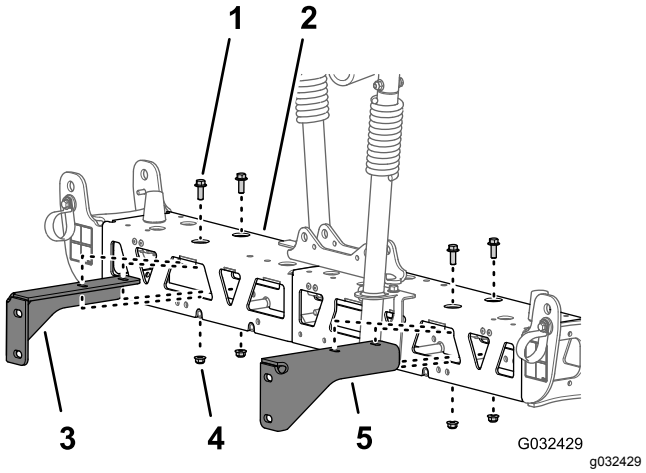

Rysunek 51
2. Odkręć 2 śruby kołnierzowe (⅜ x 1 cal) i 2 nakrętki kołnierzowe zabezpieczające (⅜ cala) mocujące wspornik do środkowej sekcji zraszania, a następnie zdejmij wspornik (Rysunek 51).
3. Odkręć 2 śruby kołnierzowe (⅜ x 1 cal) i 2 nakrętki kołnierzowe zabezpieczające (⅜ cala) mocujące drugi wspornik do środkowej sekcji zraszania, a następnie zdejmij wspornik (Rysunek 51).